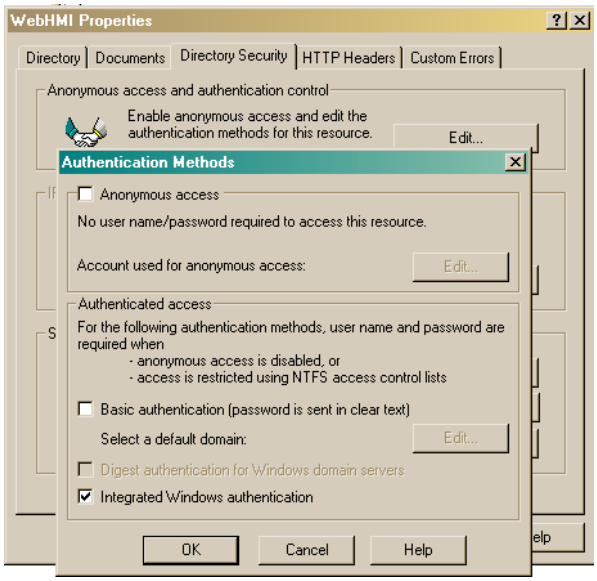

Figure C.6: Authentication Methods
11. Click the **Edit** button to open the **Authentication Methods** window shown in **Figure C.6** in order to change your authentication options.